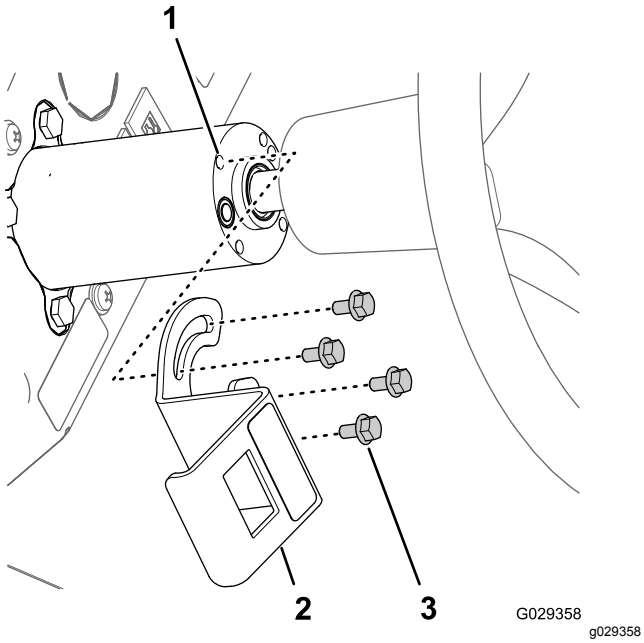

Figur 208
1. Innrett slissene i monteringsbraketten for skumkontroll-bryteren med de fire gjengede innleggene i rattstammen (Figur 208).
3. Innrett kontakten med åtte sokler gjennom åpningen i braketten og koble kontakten til pinnene (Figur 208) på baksiden av skovlbryteren med tre posisjoner (skumkontroll-bryter).